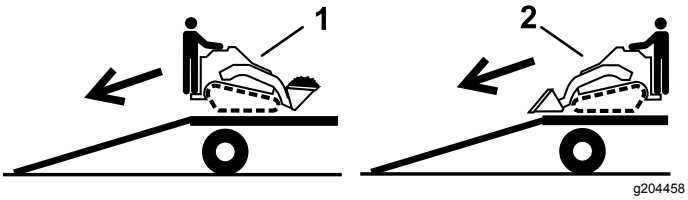

**Rysunek 32**
2. Wyładunek maszyny wykonuj tak, aby cięższa jej strona była po wyższej stronie pochylni, ładunek przewoź nisko (Rysunek 32).